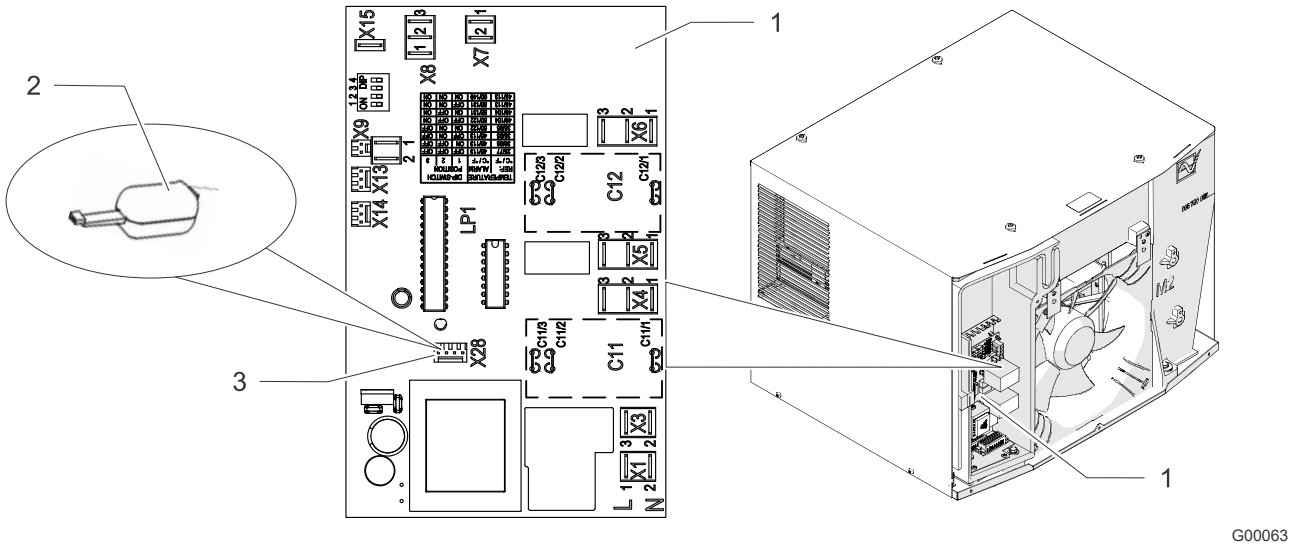

Fig. 27: Interfaccia di assistenza
- Il collegamento per l'adattatore USB (Fig. 27, pos. 2) nello schema elettrico è contrassegnato con l'identificativo del dispositivo X28 (Fig. 27, pos. 3).
La scheda del controller (Fig. 27, pos. 1) con l'interfaccia di servizio X28 (Fig. 27, pos. 3) è ora accessibile.
2. Collegare l'adattatore USB (Fig. 27, pos. 2) all'interfaccia di assistenza X28.